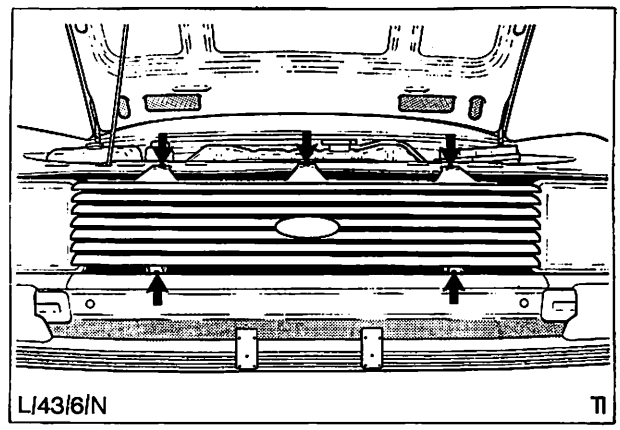

Abb. 73 Kühlergrill anbauen
7. Kühlergrill anbauen, Abb. 73, Batterie anschließen, Kotflügelschoner entfernen und Motorhaube schließen.